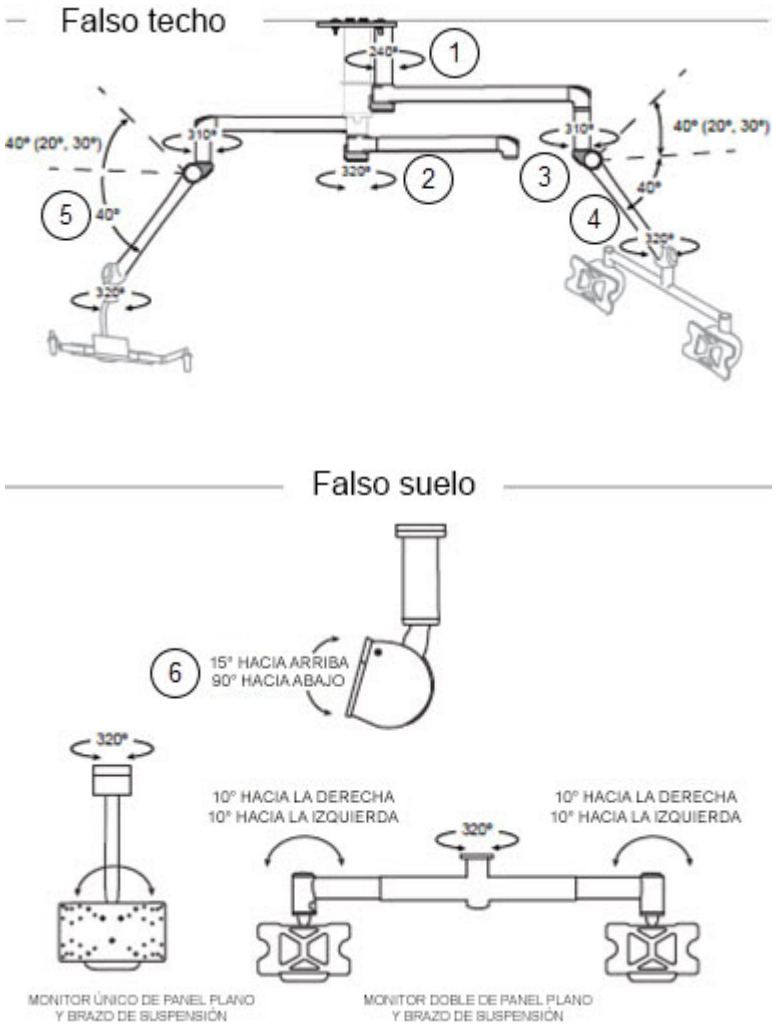

Figura 5-2. Colocación de los brazos de monitor
Antes de poner en marcha el equipo, complete la lista de comprobación previa a la puesta en funcionamiento que se proporciona en esta sección. Es fundamental para el buen funcionamiento y el mantenimiento continuo de este equipo comprobar que la instalación se haya completado correctamente. (Consulte la *Figura 5-1* y la *Figura 5-2* para localizar las piezas).
Consulte la *Figura 5-2*. Los brazos de soporte del monitor pueden articularse de la siguiente manera: (1) giro de 240° en el eje auxiliar; (2) giro de 320° en el eje central; (3) giro de 310° en el brazo de extensión horizontal; (4) giro de 320° en el eje del brazo de resorte/puente; (5) movimiento ascendente o descendente con giro en la junta articulada del brazo de resorte de hasta 40° (zonas de tope de 20°, 30°) hacia arriba y 40° hacia abajo. El puente del monitor también permite una (6) inclinación de 15° hacia atrás (arriba) y 90° hacia delante (abajo).